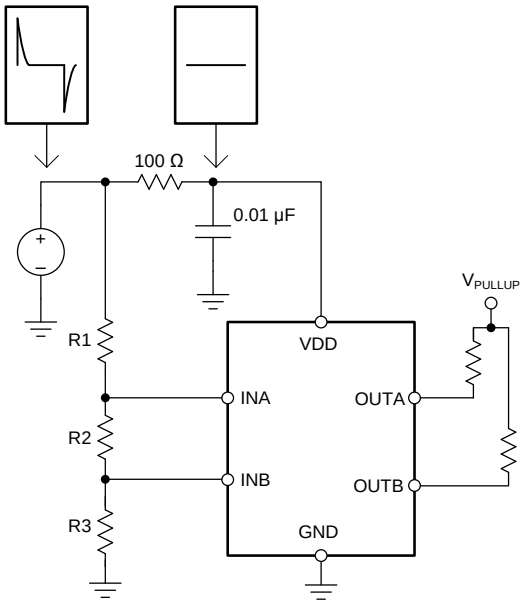

Figure 27. Using an RC Filter to Remove High-Frequency Disturbances on VDD
The TPS3701 has a 40-V absolute maximum rating on the VDD pin, with a recommended operating condition of 36 V. If the voltage supply that is providing power to VDD is susceptible to any large voltage transient that may exceed 40 V, or if the supply exhibits high voltage slew rates greater than 1 V/µs, take additional precautions. Place an RC filter between the supply and VDD to filter any high-frequency transient surges on the VDD pin. A 100-Ω resistor and 0.01-µF capacitor is required in these cases, as shown in Figure 27.
- Avoid using long traces for the VDD supply node. The VDD capacitor (C_{VDD}), along with parasitic inductance from the supply to the capacitor, may form an LC tank and create ringing with peak voltages above the maximum VDD voltage. If this is unavoidable, see Figure 27 for an example of filtering VDD.